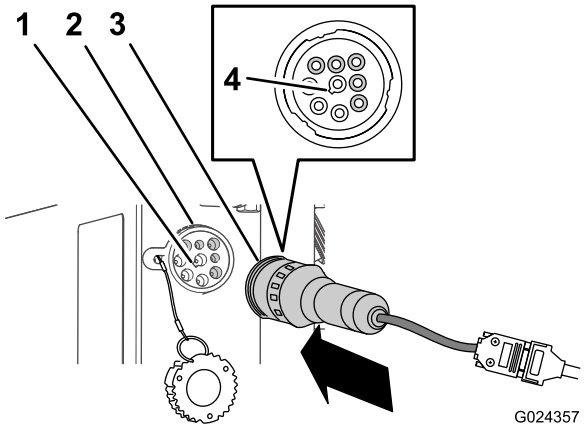

Figura 7
A. Alinee la muesca del puerto diagnóstico con la muesca del conector del arnés adaptador (Figura 7).
B. Introduzca el conector firmemente en el puerto (Figura 7).